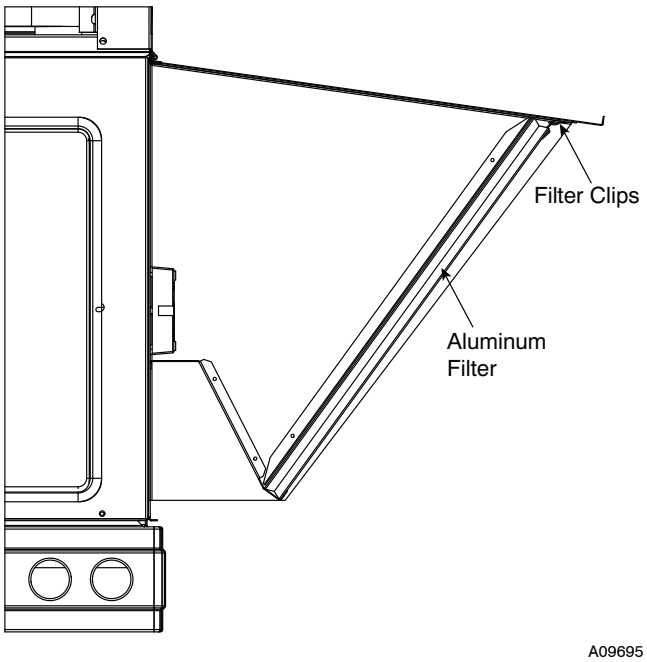

Fig. 33 – Filter Installation (See Through View)
11. Open the filter clips on the inside of the hood top. Insert the aluminum filter into the hood and close the clips to hold in place. See Fig. 33.